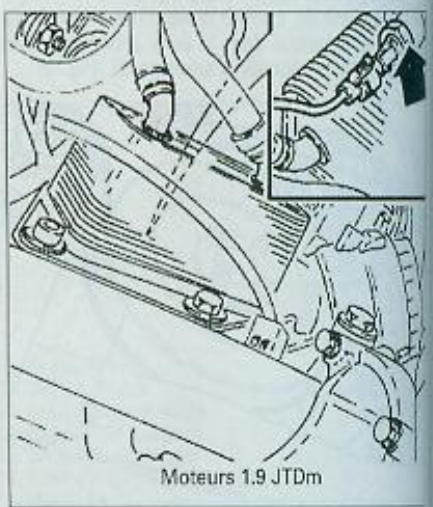

FIG. 19
• Débrancher puis déposer le manocontact de pression d'huile **(Fig.19 ou 20)**.